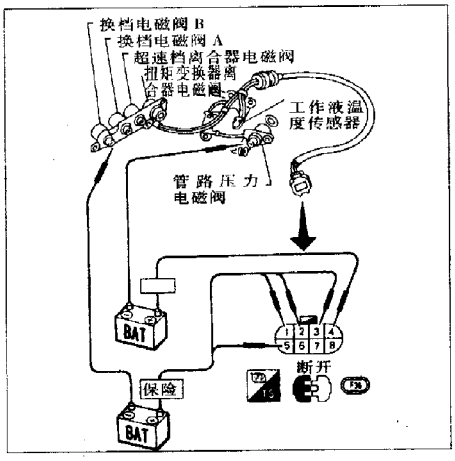

图5-2-66
②见图5-2-66,检查工作是否正常。当给端子接通电源时,应能听到电磁阀工作声音。